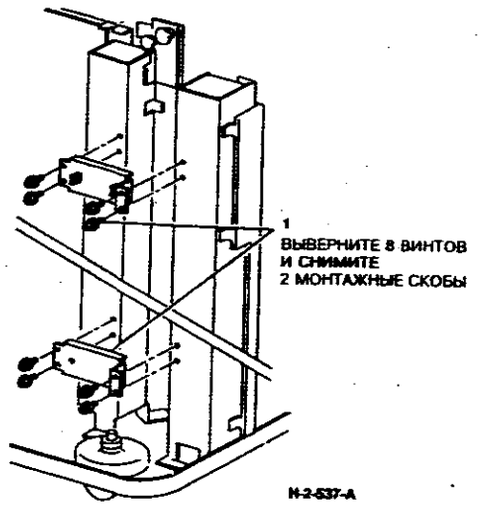

**Рисунок 5. Снятие монтажных скоб**
7. (Рисунок 5) Снимите монтажные скобы кулачков.